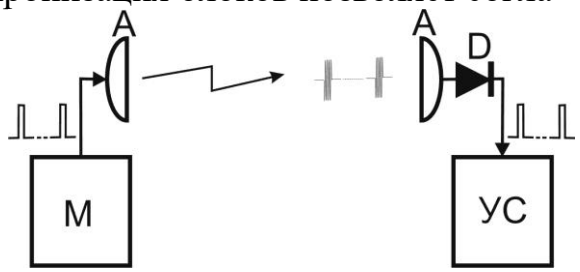
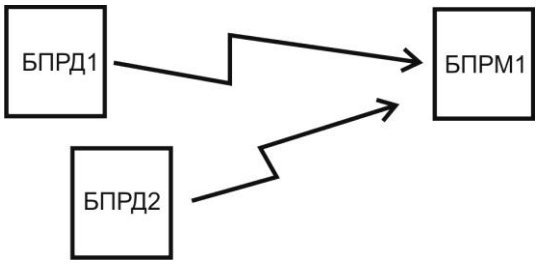

Рис. 6.8
Рис. 6.9
6.3.4.1 6.3.4.1 На тыльной стенке кожуха БПРД имеется окно встроенного светодиода 3 для визуального контроля работы, для чего к фирменному значку 2 на тыльной стенке БПРД необходимо приложить и удерживать во время контроля магнит 1 (см. рис.6.8). В случае нормальной работы БПРД, светодиод методично мигает с периодом около 1 сек. На шасси БУПР расположены три синих индикатора «0» (нулевой разряд сигнала), «1» (первый разряд), «2» (второй разряд) и двухцветный (синий/красный) «3» (3с/3к), регулятор чувствительности извещателя «Рег» и переключатель «Реж». Вблизи индикатора «3» находится окно **инфракрасного датчика** положения крышки (открыта – закрыта). Извещатель формирует сигнал ТРЕВОГА размыканием выходного реле при открывании защитной крышки.
6.3.6.2 Антенна А БПРД, под управлением модулятора М, излучает в направлении антенны АБПРМ радиоимпульсы (см. рис. 6.8). Радиоимпульсы с выхода антенны А (БПРМ) поступают на детектор D, с выхода которого – на узел синхронизации УС. УС определяет их положение во времени и пропускает в узкие «временные ворота» для обработки и принятия решений. Идентификация «собственного» БПРД1 (рис.6.9) при «засветке чужим», рядом установленным, БПРД2 достигается выбором разных частотных литер БПРД1 и БПРД2, см п. 6.3.4.3.